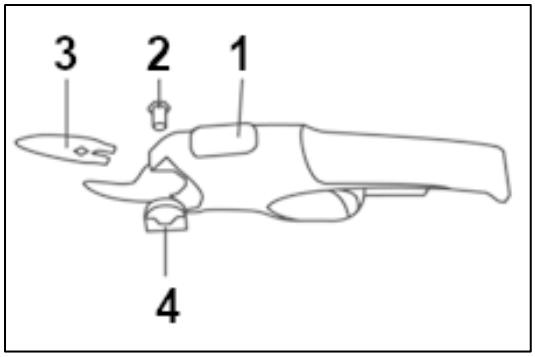

Rys. 5
- Zakładając rękawice, wyciągnij sworzeń, chwyć wyjmowane ostrze i wyciągnij je z sekatora, aby je wyjąć. **(Rys. 5)**
- Włóż nowe ostrze na miejsce, włóż ponownie sworzeń; zwracając uwagę na kierunek sworznia. (kolejność kroków pokazana jest na **Rys. 5**).